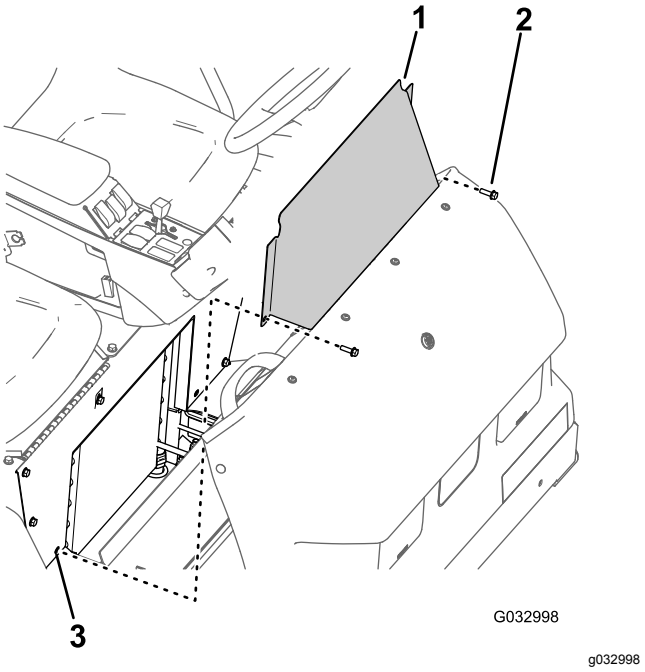

**Рисунок 61**
1. Выверните два болта с фланцевыми головками, которые крепят панель доступа к основанию сиденья (Рисунок 61).
2. Снимите панель доступа к основанию сиденья с машины (Рисунок 61).
1. Совместите отверстия в панели доступа к основанию сиденья с отверстиями в основании сиденья (Рисунок 61).
2. Присоедините панель доступа к основанию сиденья с помощью двух болтов с фланцевыми головками (Рисунок 61), снятых при выполнении пункта 1 в разделе Демонтаж панели доступа к основанию сиденья (страница 58).